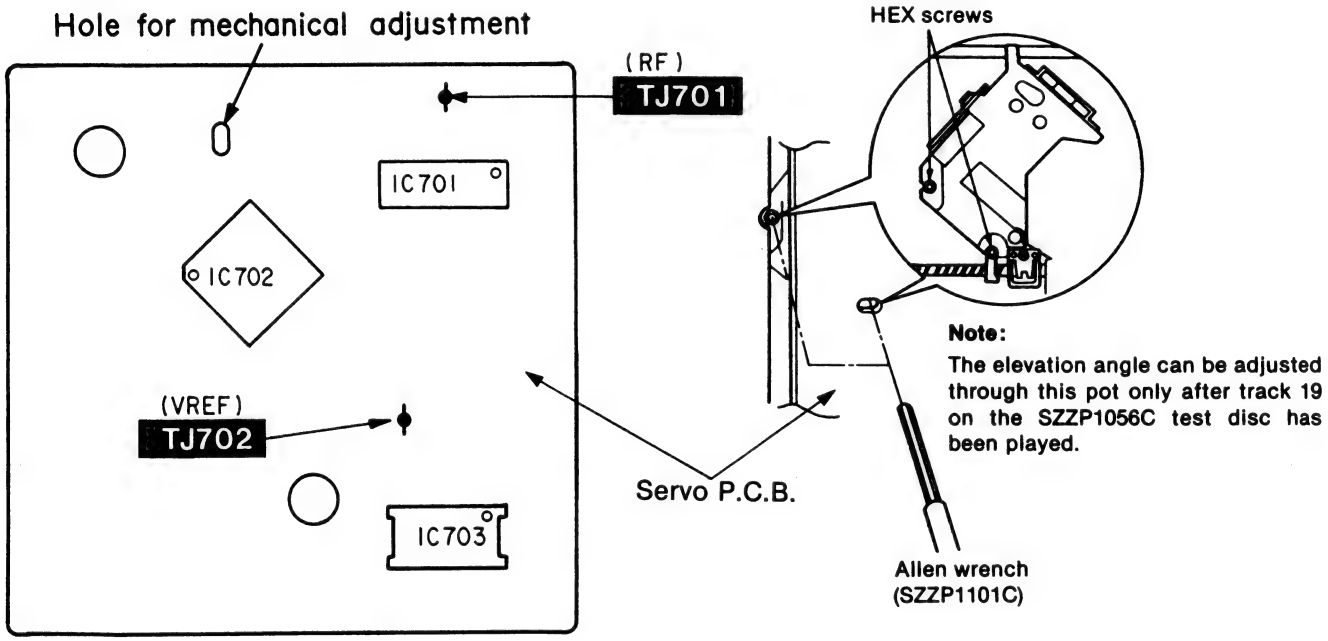

Fig. 3
1. Connect the oscilloscope's CH. 1 probe across TJ701 (RF) and TJ702 (VREF) on the servo P.C.B. (Refer to Fig. 3 on page 27)
3. Leave the player in play mode and place it as shown Fig. 3.